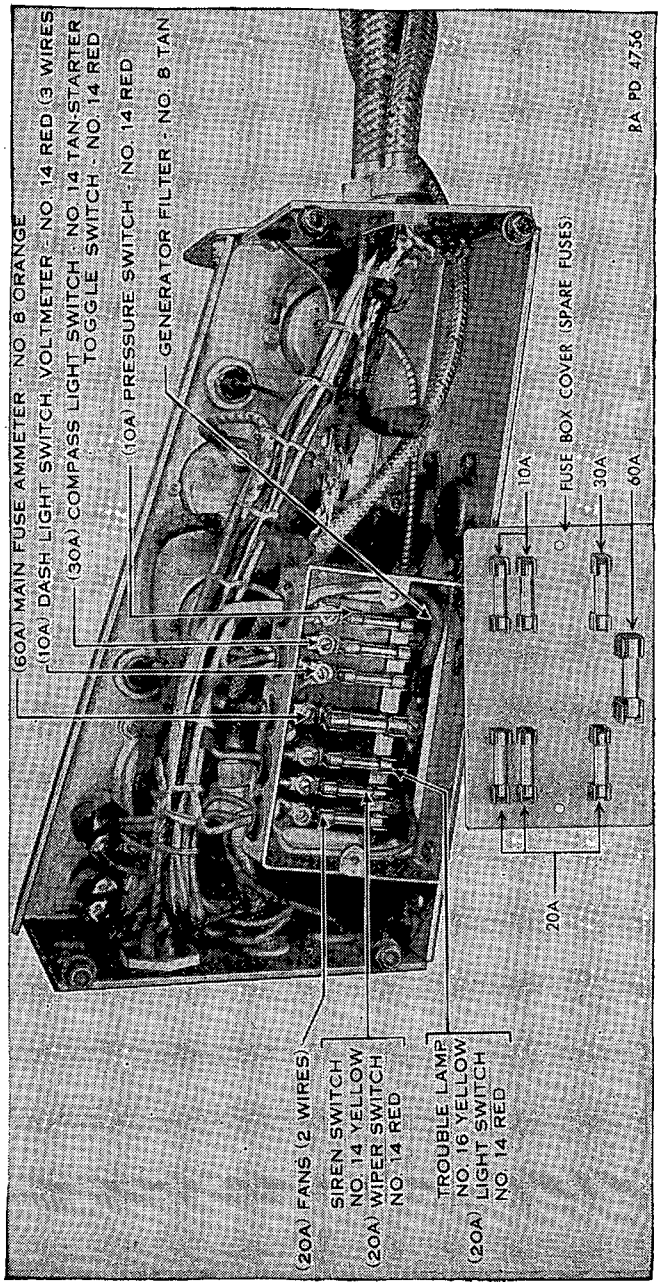
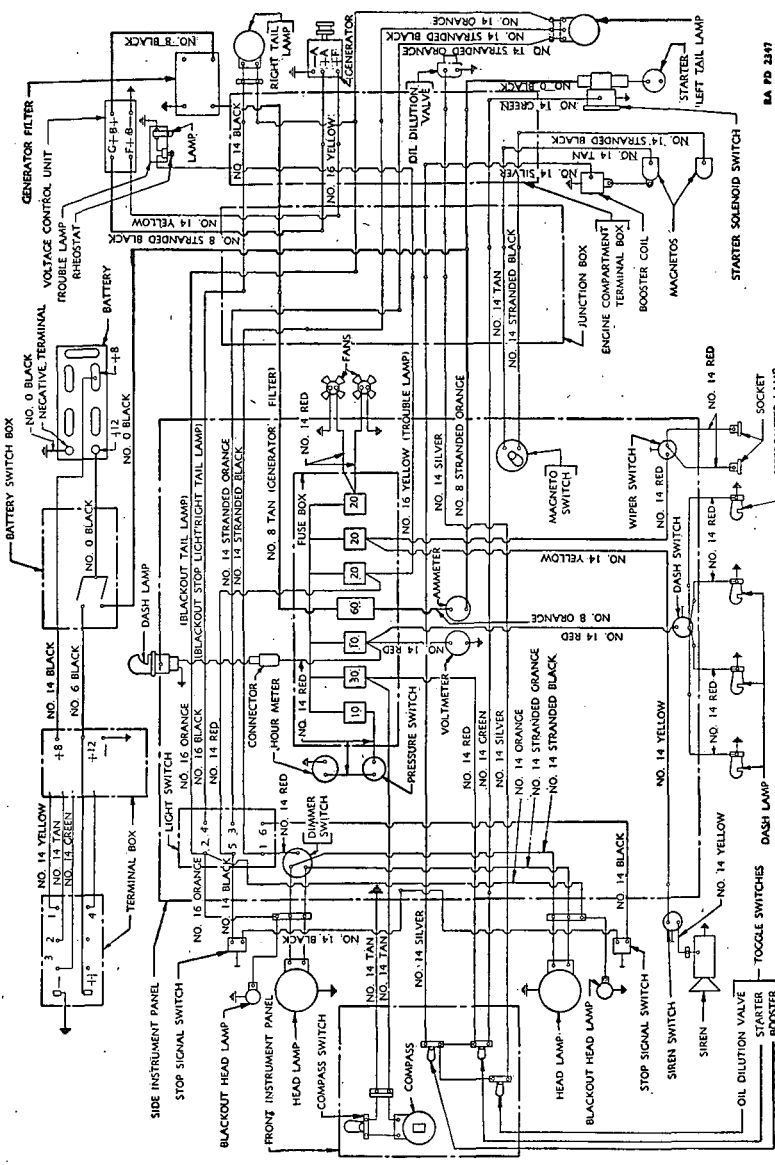
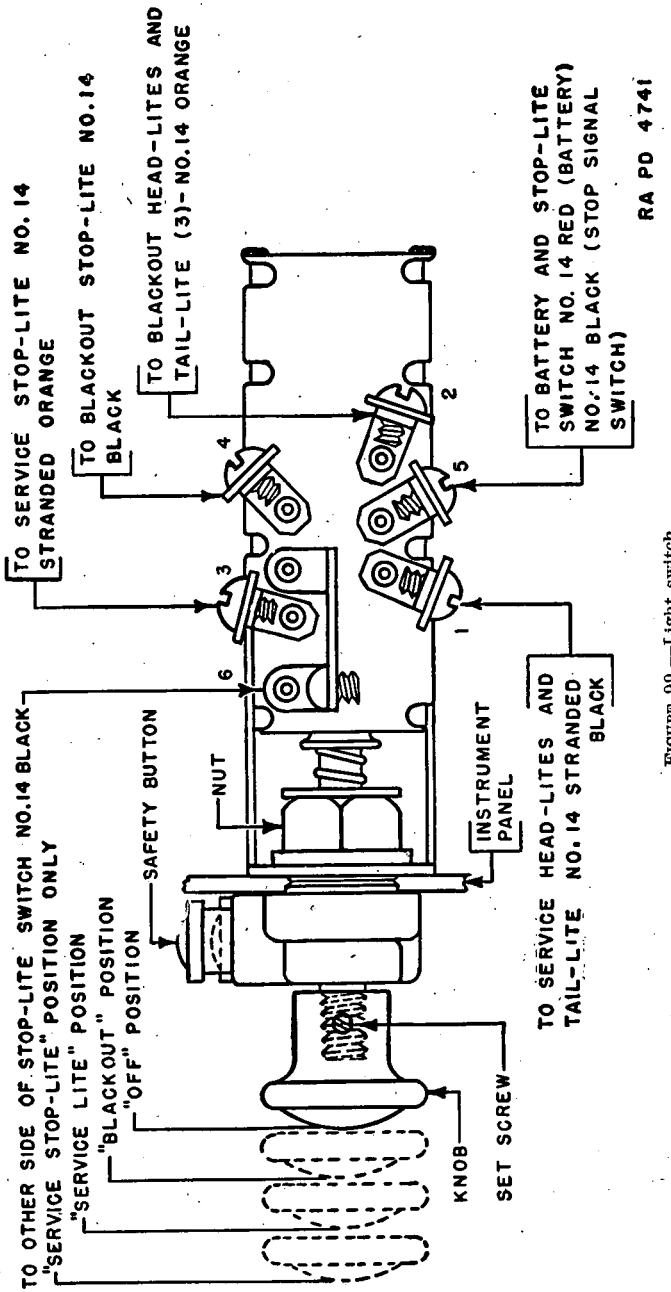

FIGURE 96.—Fuse box.
FIGURE 98.—Wiring diagram.
FIGURE 99.—Light switch.
118. Generator.—The engine of the vehicle drives a 12-volt direct current generator. Under normal operation of the vehicle, the generator supplies enough current to operate all of the electrical equipment. Consult the wiring diagram (fig. 98). For replacement and other details of this unit see paragraph 57.
120. Fuse box and panel.—*a. Description* (fig. 96).—A fuse panel mounting 7 fuses is enclosed in the fuse box, located behind the side instrument panel. The fuse panel is marked directly behind each fuse with the amperage of the fuse required for each circuit. A duplicate set of fuses is clipped to the cover of the fuse box for replacement purposes. Clip these fuses in place as shown on figure 96.
b. Replacement (fig. 96).—(1) *Fuse box.*—(*a*) Open battery switch.
(2) *Replacement.*—If the ammeter is defective, use the following procedure for replacement (refer to fig. 96 and wiring diagram, fig. 98):
(2) *Replacement* (refer to fig. 96 and wiring diagram, fig. 98).—
terminals, since one small drop of solder falling into the switch may cause a short circuit. If there is not sufficient slack in the wires leading to the magneto switch from the junction box, install new wires. Consult the wiring diagram (fig. 98).
3. Remove and tag wires from switch (see wiring diagram, fig. 98).
e. Lighting switch (fig. 99).—(1) *Operation.*—The exterior lights on the vehicle are controlled by a 4-position push-pull switch. Starting from the "off" position, pulling the knob of the switch out to the first notch provides current for the blackout headlights, taillight, and stoplights. A safety button must be depressed before the switch knob can be pulled to the second position. This position supplies current for the operation of the service headlight, taillight, and stoplights. A dimmer switch in the headlight circuit must be in the "on" position for full illumination of the terrain in front of the vehicle. The third position of the switch provides current for the service stoplight only.
(2) *Replacement.*—The members near the terminal screws in figure 99 correspond with the numbers in wiring diagram figure 98. Use the following procedure in replacing the lighting switch:
(2) *Replacement* (see figs. 8 and 96 and wiring diagram, fig. 98).—Use the following procedure in replacing defective push-pull switches:
h. Stop signal switch (fig. 98).—(1) *Operation.*—Two stop signal switches, connected in series, are used to complete the electrical circuit for operation of the service and blackout stoplights. Each steering lever operates one switch through a linkage. Since the switches are in series, both steering levers must be pulled back, or the brake bands contracted on the drums, before the circuit is completed and the stoplights function. These switches are mounted on the transmission case on either side of the differential.